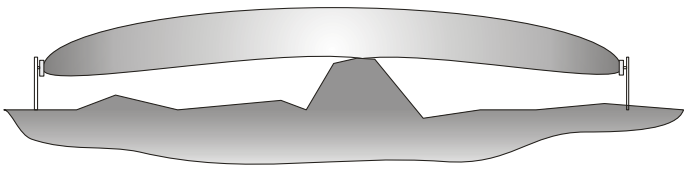

Рис. 10.1
10.1.1 Участок между БПРД и БПРМ изделия должен удовлетворять следующим требованиям: а) поверхность участка должна быть выровнена с точностью ± 0,3 м на отрезке рубежа, где ЗО соприкасается с поверхностью земли. При больших положительных отклонениях верхние кромки препятствий могут образовывать достаточно мощные вторичные источники радиоволн или вообще экранировать БПРМ от БПРД. При ослаблении сигнала уменьшается соотношение сигнал/помеха, что может приводить к снижению периода ложных тревог. На рис. 10.1 показан случай, когда высота препятствия достигает высоты условной осевой линии, проведенной через центры БПРД и БПРМ. ЗО искажается, и образуются возможности для ее бесконтрольного пересечения в положении «согнувшись», б) в чувствительной зоне (см. рис.4.2, 4.4)не должно быть колеблющихся под действием метеофакторов предметов (кустов и растительности, выше 0,3 м, ветвей деревьев, калиток, ворот и др.); в) в ЗО извещателя допускается наличие отдельных неподвижных предметов (столбы, стволы деревьев без нижних веток и др.) на расстоянии не менее 0,5 м от оси, соединяющей БПРД и БПРМ;